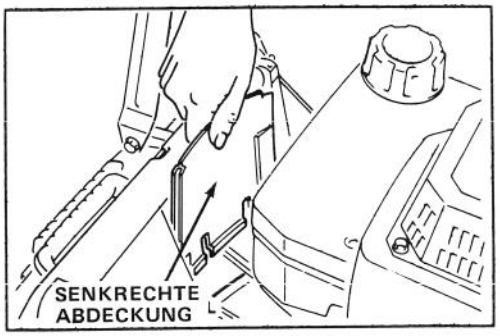

Bild 29
3. Die senkrechte Platte vor dem Getriebe gerade nach oben abnehmen (Bild 29).